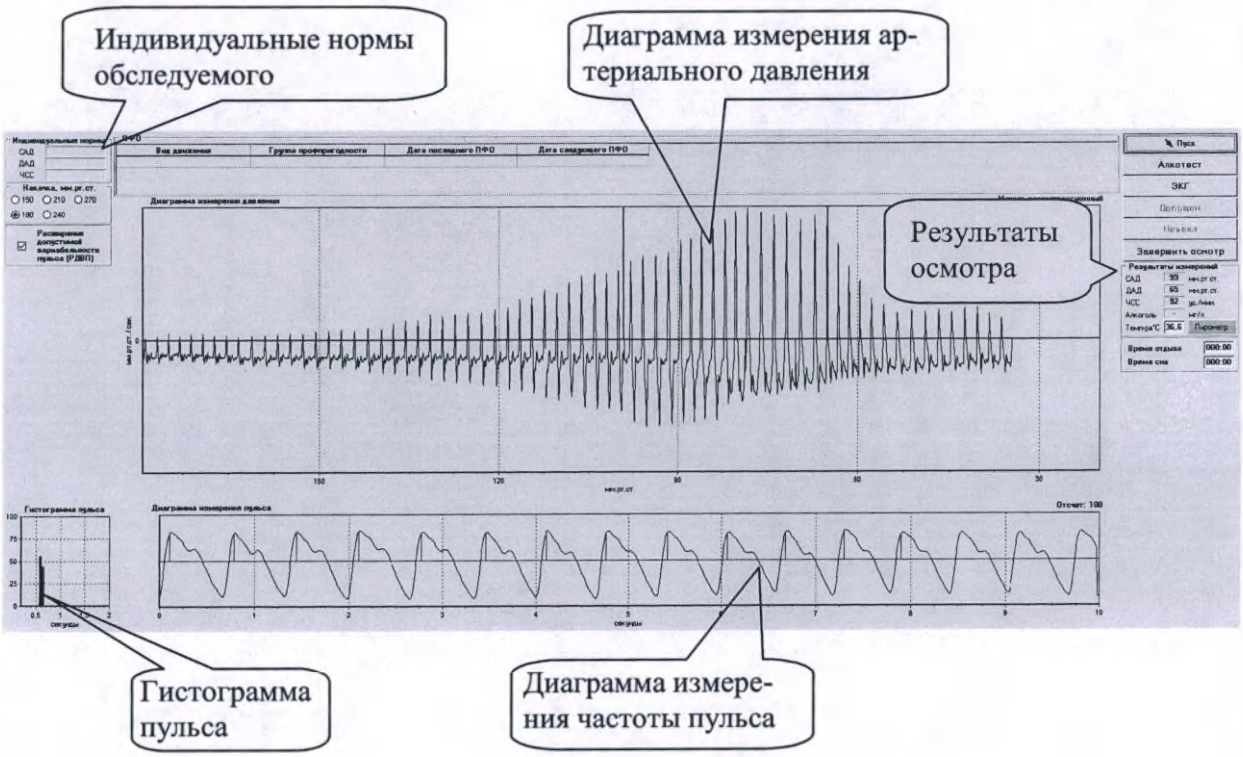

Рисунок 8.8
2.4.9.9 В процессе обследования в окнах «Диаграмма измерения давления» и «Диаграмма измерения пульса» будет виден ход выполнения измерений в виде диаграмм (рисунок 8.8).